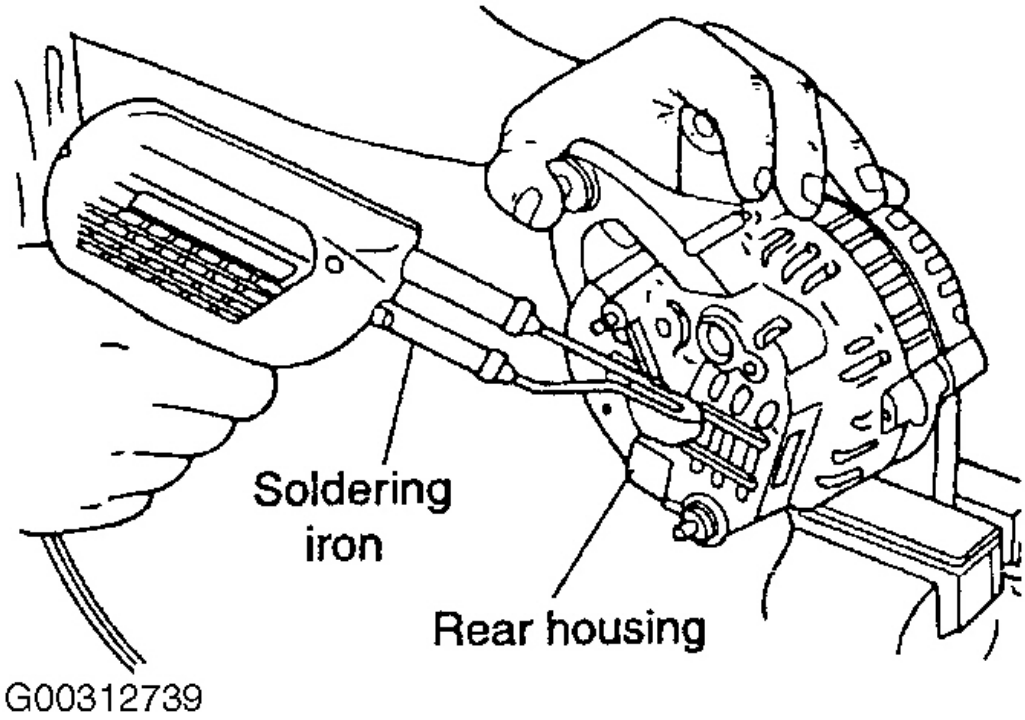

Fig. 8: Teniendo Remoción del alojamiento trasero
2. Uso de un soldador de 200 vatios para calentar la parte trasera de la caja de cojinete para permitir que el cojinete sea retirado de la carcasa trasera. Ver **Fig. 8** .